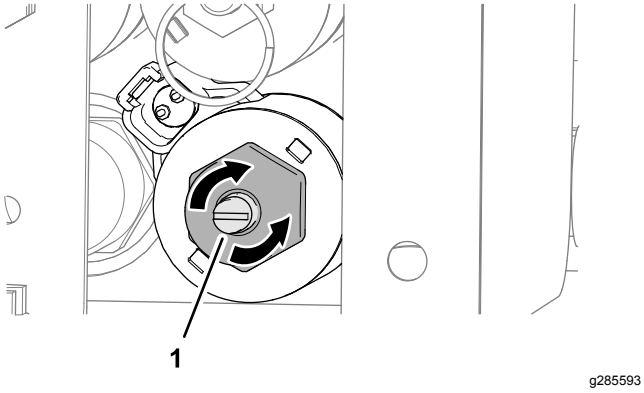

Figuur 32
1. Draai de inbusschroef voor het opheffingsmechanisme van de klep rechtsom om de snelheid van de lopende band te verhogen (Figuur 32).